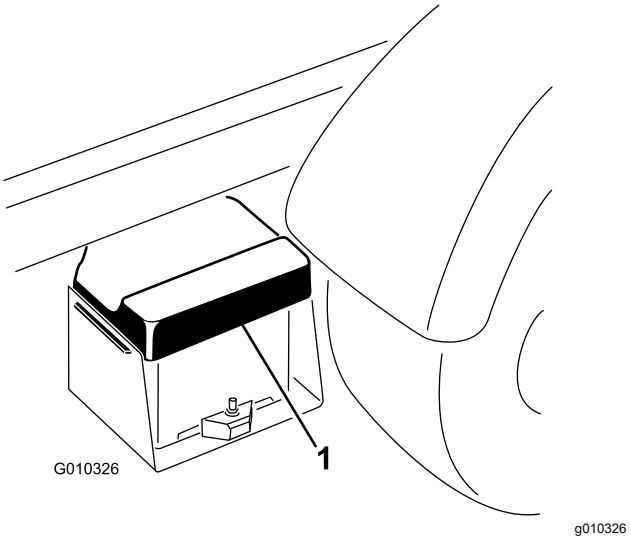

Figur 50
1. Klem batteridekselet for å løsne tappene fra batteribasen, og fjern batteridekselet fra batteribasen (Figur 50).